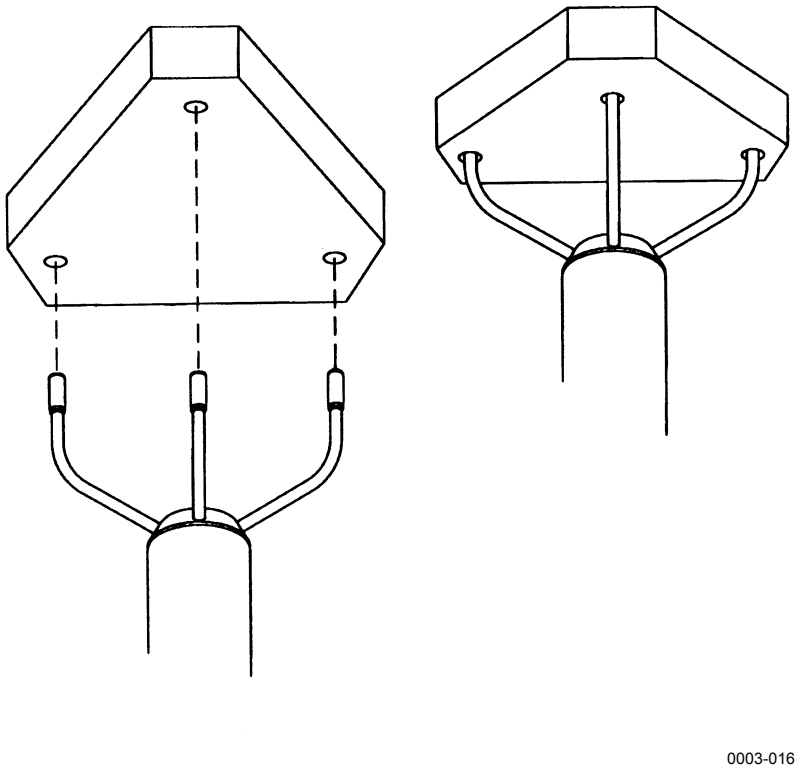

Figure 13 Margin Verifier
If you use the RS-232 operational modes, perform periodic testing to detect slow deterioration of the sensor before it significantly affects accuracy. Perform the test either in the field or in a laboratory. The periodic test uses the margin verifier, which is a small echo-free chamber with built-in, 10 dB sonic attenuators in each of the three sonic paths. The margin verifier is shown in Figure 13 on page 69.
1. Slip the margin verifier over the three transducers (see Figure 13 on page 69).